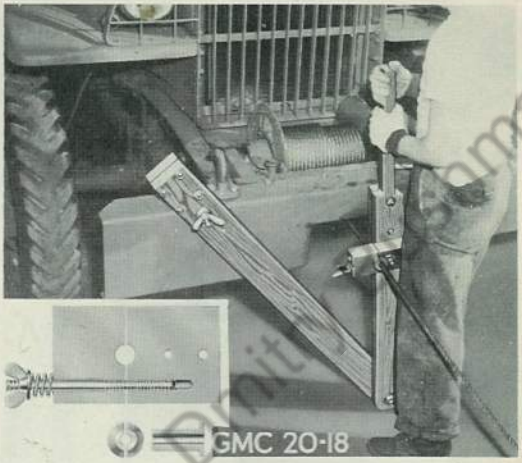

Fig. 9 Construction and Application of Winch Cable Winding Fixture
2. A fixture, such as illustrated in Fig. 9, may be used to maintain slight tension on cable and guide it into drum.
Fixture is not obtainable from Factory or its Branches but must be made up locally. Two main sections can be made from heavy lumber such as 2" x 4" strips or larger. Guide block as shown in Fig. 9 is of metal approximately 4" x 4" x 6", split through drilled hole to permit insertion of cable and split bushing and tightening by means of a stud with large wing nut to obtain the desired cable tension. The end of fixture may be securely clamped to front bumper with "hooked" bolt or "C" clamp, as in Fig. 9. Pivot point is at ground level. This will permit swinging free arm, with guide block, back and forth to guide cable and wind it in even layers on drum.